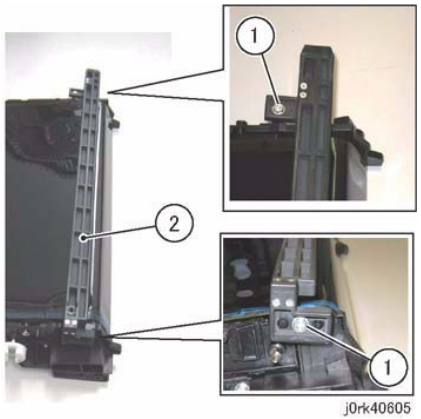

Figure 3 Guide Removal
5. Remove the guide. (Figure 3)